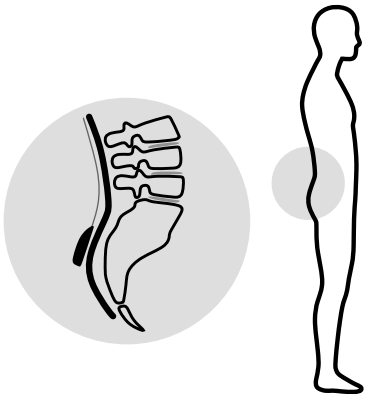

Figure 8: Correct placement of the sensor case
4. **Check placement:** Make sure the sensor case is centered and positioned above the sacrum (Figure 8).
The sensor casing should be placed at the sacrum or on belt height for low waist trousers (Figure 8).